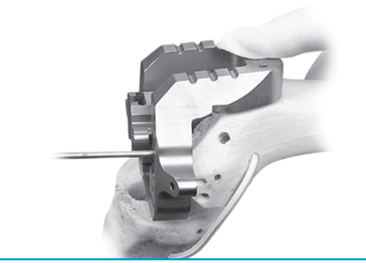

Fig. 44
- Insert the entire assembly into the femoral canal over the headless pins **(Fig. 44)**.